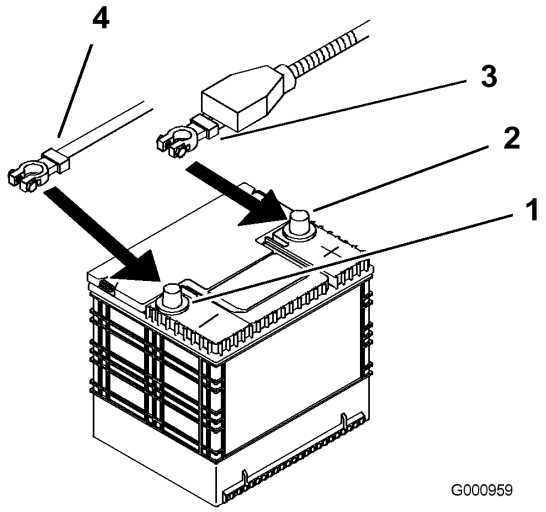

Figure 42
4. Commencez par débrancher le câble négatif de la batterie de la borne négative (-) de la batterie (Figure 42).
5. Ôtez le capuchon rouge de la borne positive (rouge) de la batterie. Débranchez ensuite le câble positif (rouge) de la batterie (Figure 42).
1. Placez la batterie dans son support en tournant les bornes à l'opposé du réservoir hydraulique (Figure 42).
4. Fixez les câbles à l'aide de 2 boulons (1/4 x 3/4 pouce), 2 rondelles (1/4 pouce) et 2 contre-écrous (1/4 pouce) (Figure 42).